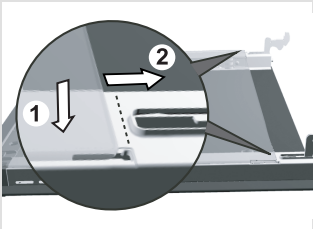

рис. 3
- Стекла устанавливаются в обратном порядке. Примечание: Вставьте стекло в паз в верхней части дверцы и продвиньте вперед (рис. 3).